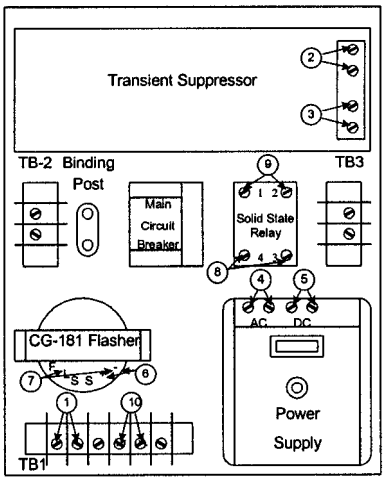

Figure 7-2
b. Failure to obtain the following voltages at the test points identified in Figure 7-2 will identify a failed component. After removing one yellow lead from one of the "S" terminals (if equipped) on the flasher, measure the following: